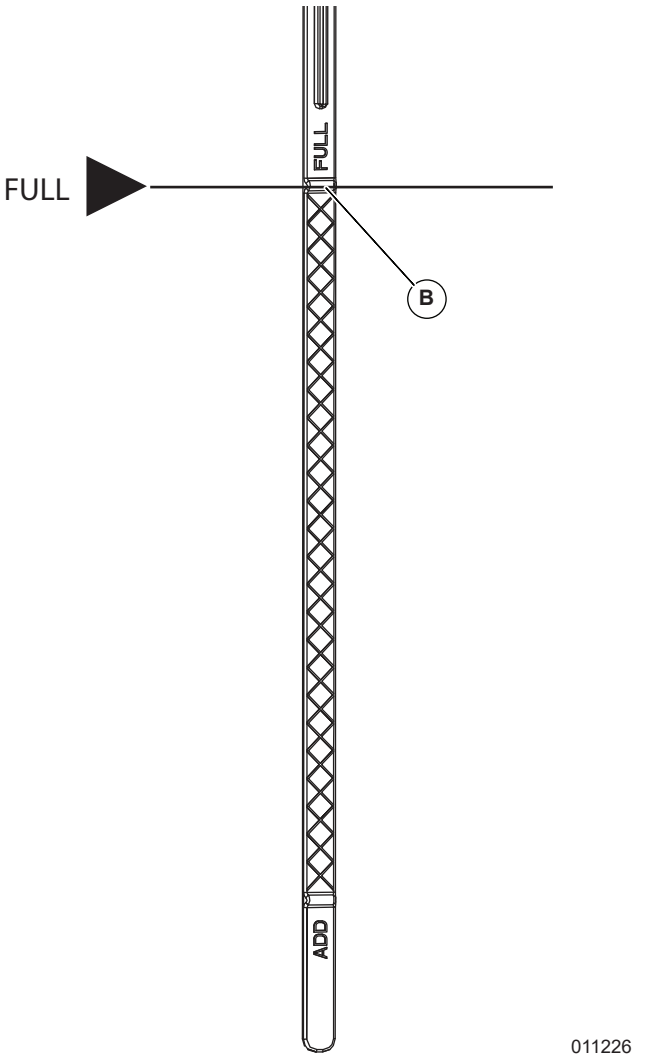

Figure 5-7. Oil Level Dipstick Full Mark
6. Slowly remove oil dipstick (A).
7. See ***Figure 5-7***. Verify oil level is at or near FULL mark (B). Add oil as necessary.